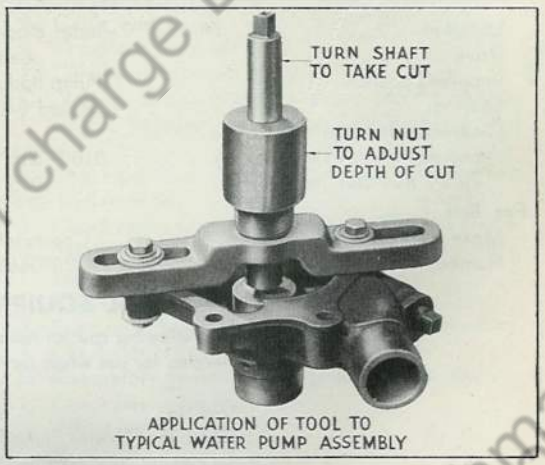

Fig. 7 Water Pump Body Seat Refinishing Tool Set and Tool Application
2. If bearing is found to be noisy, entire shaft and bearing assembly (4) must be replaced since shaft forms part of bearing assembly.
3. Replace impeller (8) if it is found to be corroded or loose on shaft.
4. Inspect face of housing (5) against which seal washer turns; surface should be free from nicks and scores. Use a suitable tool, such as the one illustrated in Fig. 7, to restore a smooth, square surface. Tool is used as follows: